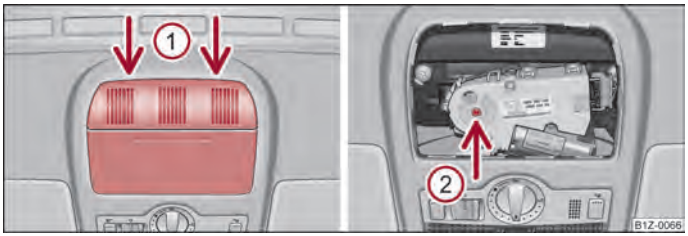

Fig. 23 Detail of the headliner: Points for positioning screwdriver/opening for positioning the key
– Position the flat blade of a screwdriver carefully against the rear edge of the cover for the electrical drive at the points of the arrows ① ⇒ fig. 23 on the left.
– Insert an Allen key, Group 4, up to the stop into the opening at the point of the arrow ② and close and/or open the sliding/tilting roof ⇒ fig. 23 on the right.